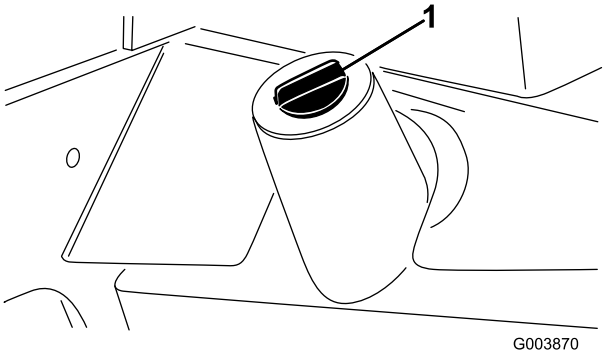

**Figuur 28**
2. Reinig de omgeving van de vulbuis en de dop van de hydraulische tank (Figuur 28).